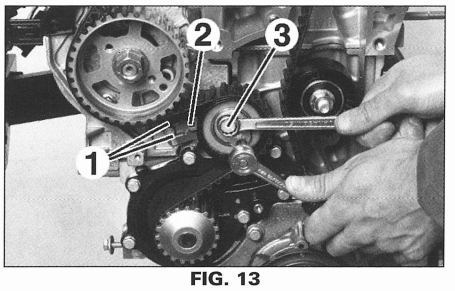

FIG. 13
• Con una llave hexagonal, llevar el índice (2) **(fig. 13)** del rodillo tensor al centro de la zona de control (1) haciendo pivotar el tensor en sentido antihorario.
• Apretar el tornillo de fijación (3) del rodillo tensor a 3 daNm.
• Comprobar el buen posicionado del índice (2) **(fig. 13)** del rodillo tensor; en caso contrario, repetir la operación de montaje de la correa.